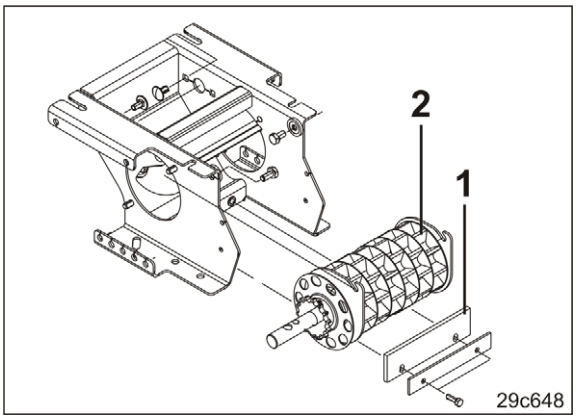

Fig. 207
- Hvis en doseringslæbe (Fig. 207/1) er defekt eller forkert indstillet, medfører det doseringsfejl.
Indstil doseringslæben, så den ligger let mod doseringsvalsen (Fig. 207/2).